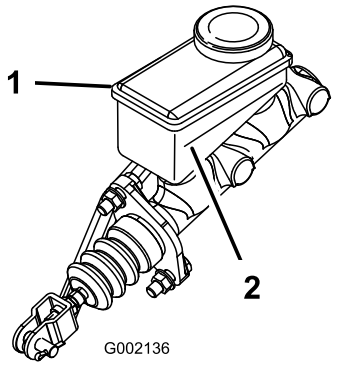

Figur 44
3. Kig på siden af beholderen. Standen skal være over minimumlinjen (Figur 44). Hvis væskestanden er lav, skal området rundt om påfyldningsdækslet rengøres, påfyldningsdækslet afmonteres og beholderen fyldes til ovenfor minimumlinjen. Fyld ikke for meget på.